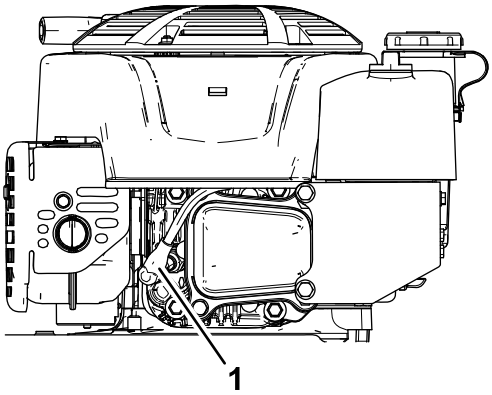

Bild 30
2. Ziehen Sie den Kerzenstecker von der Zündkerze ab (Bild 30).